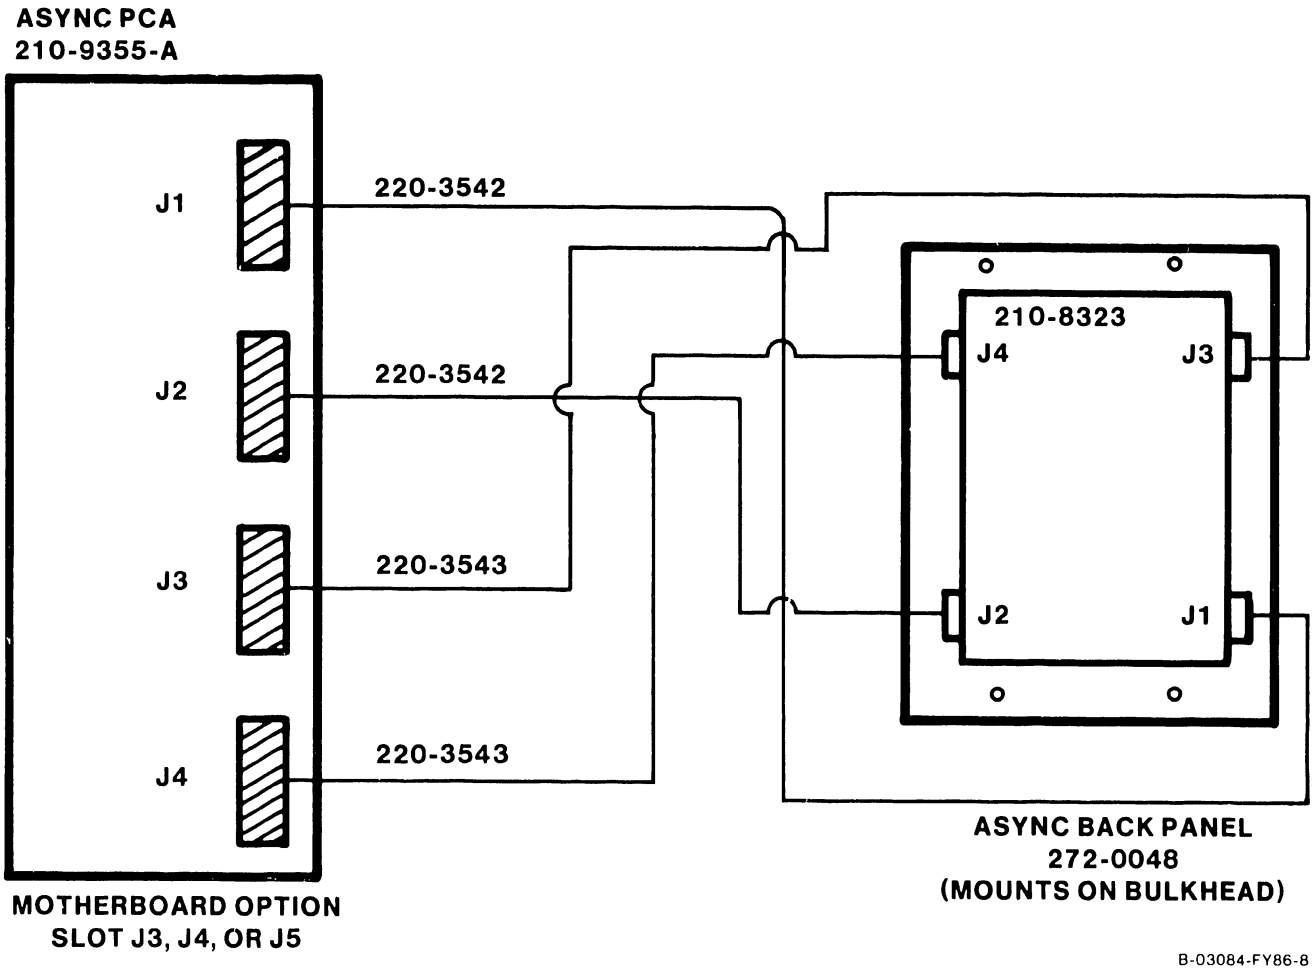

Figure 9-20. Async Device Controller Option Cabling
1) Install the RS232 Cables through the mainframe via the cable trough and connect the cables to the Async Device Controller PCA and Async Back Panel as shown in figure 9-20.